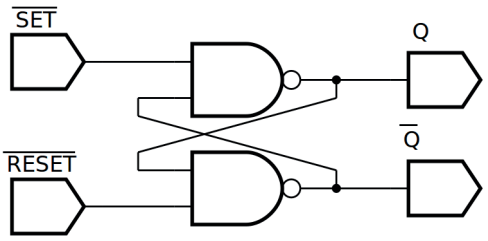

Figura 9.7 – Diagrama esquemático.
4. Utilize um programa de simulação em computador (SmartSim, Atanua, Qucs) faça a simulação do circuito da figura 9.7. Compare os resultados com a tabela 9.6 ou 9.7.